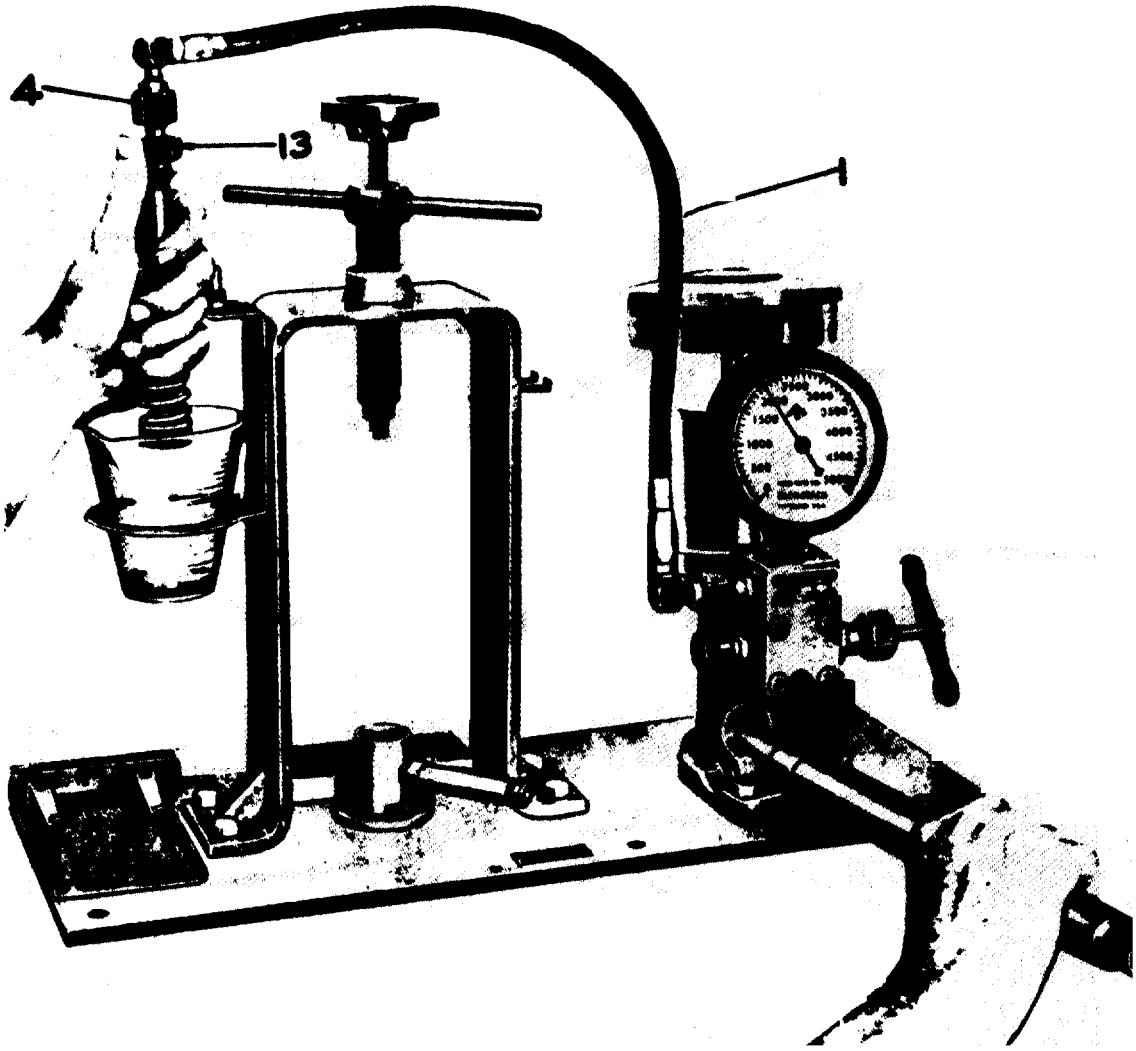

FIG. 3 Inlet Connection Leakage Test
Fuel inlet connection check valve is checked for leakage (Figure 3) by screwing end of inlet connection normally screwed into injector body into female threads of ADAPTER (13) and connecting ADAPTER to FLEXIBLE CONNECTOR (1) with CONNECTOR NUT (I). There should be no leakage at 2, 000 psi.